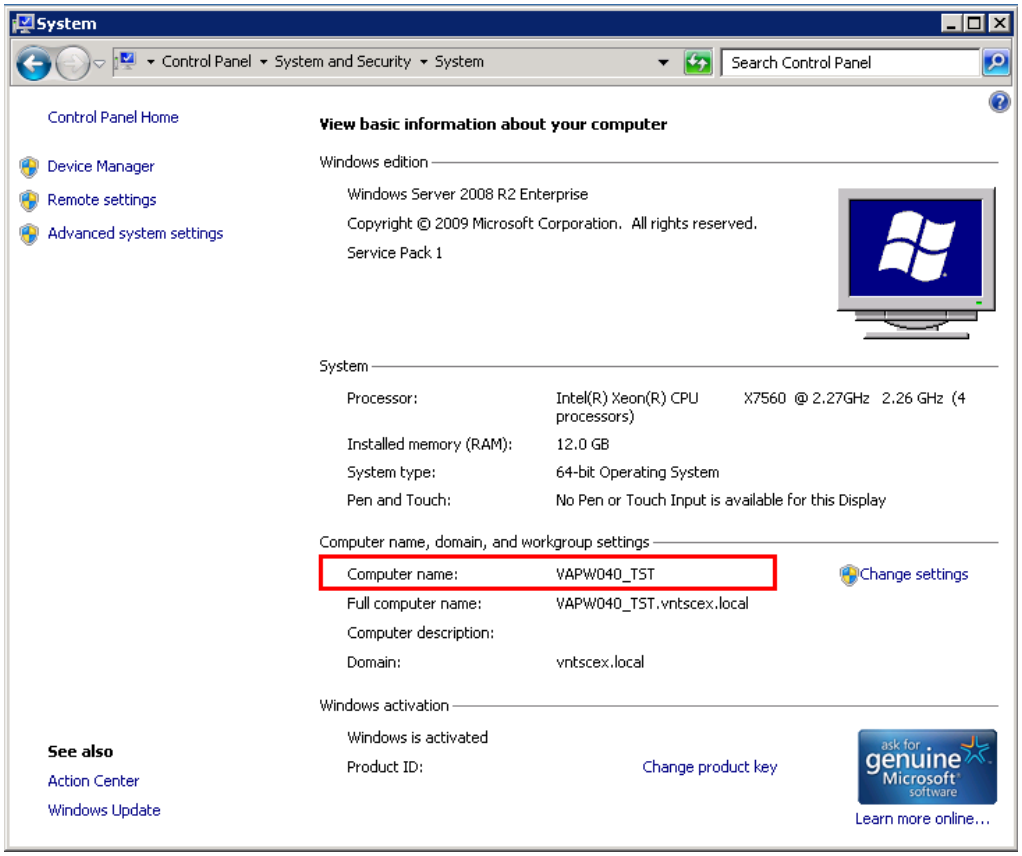

Figure D-2 System Properties in Windows 7
a. Navigate to *Start* menu, *Control Panel*, *System and Security*, *System* (Figure D-2).